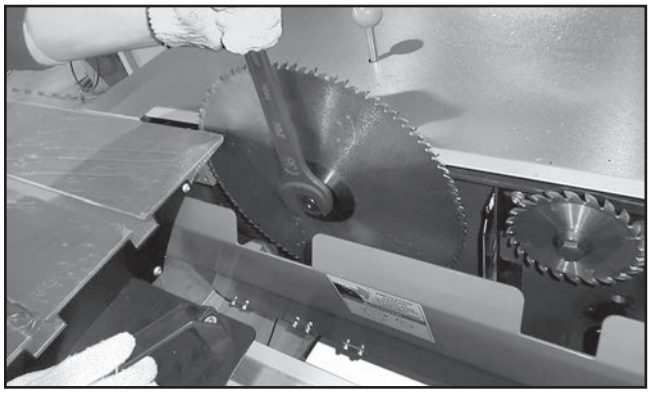

Figure 39. Main blade installed on arbor.
28. Thread arbor nut on counterclockwise and fully tighten it to secure the blade (see **Figure 39**).